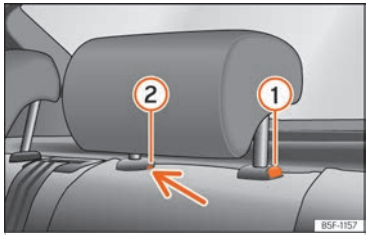

Fig. 70 Reposacaps del darrere: desmuntatge.
- Premeu la tecla ››› fig. 70 (1) i, prement alhora per l'orifici del fiador (2) amb un tornavís pla de màxim 5 mm d'amplada, traieu el reposacaps.